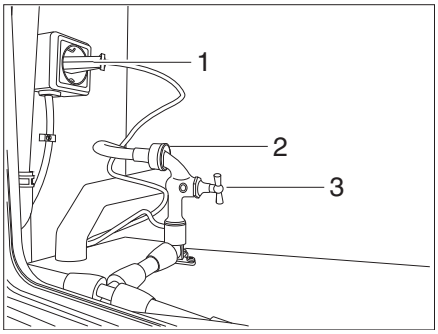

Fig. 184 Connection of macerator toilet
- Close the water tap of the macerator toilet (Fig. 184,3).
- Remove the pipe hose at the bayonet fitting of the toilet (Fig. 184,2).
- Connect the additional drain hose which leads to the outside to the bayonet fitting of the toilet (Fig. 184,2).
- Remove the plug (Fig. 184,1) of the macerator toilet out of the socket.